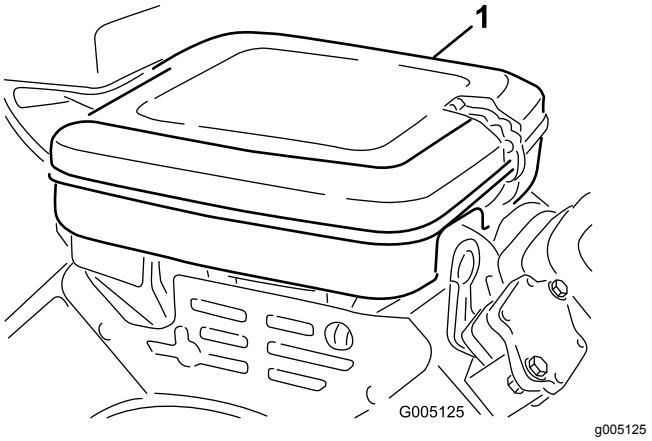

Figura 39
1. Limpie la cubierta del limpiador de aire (Figura 39).